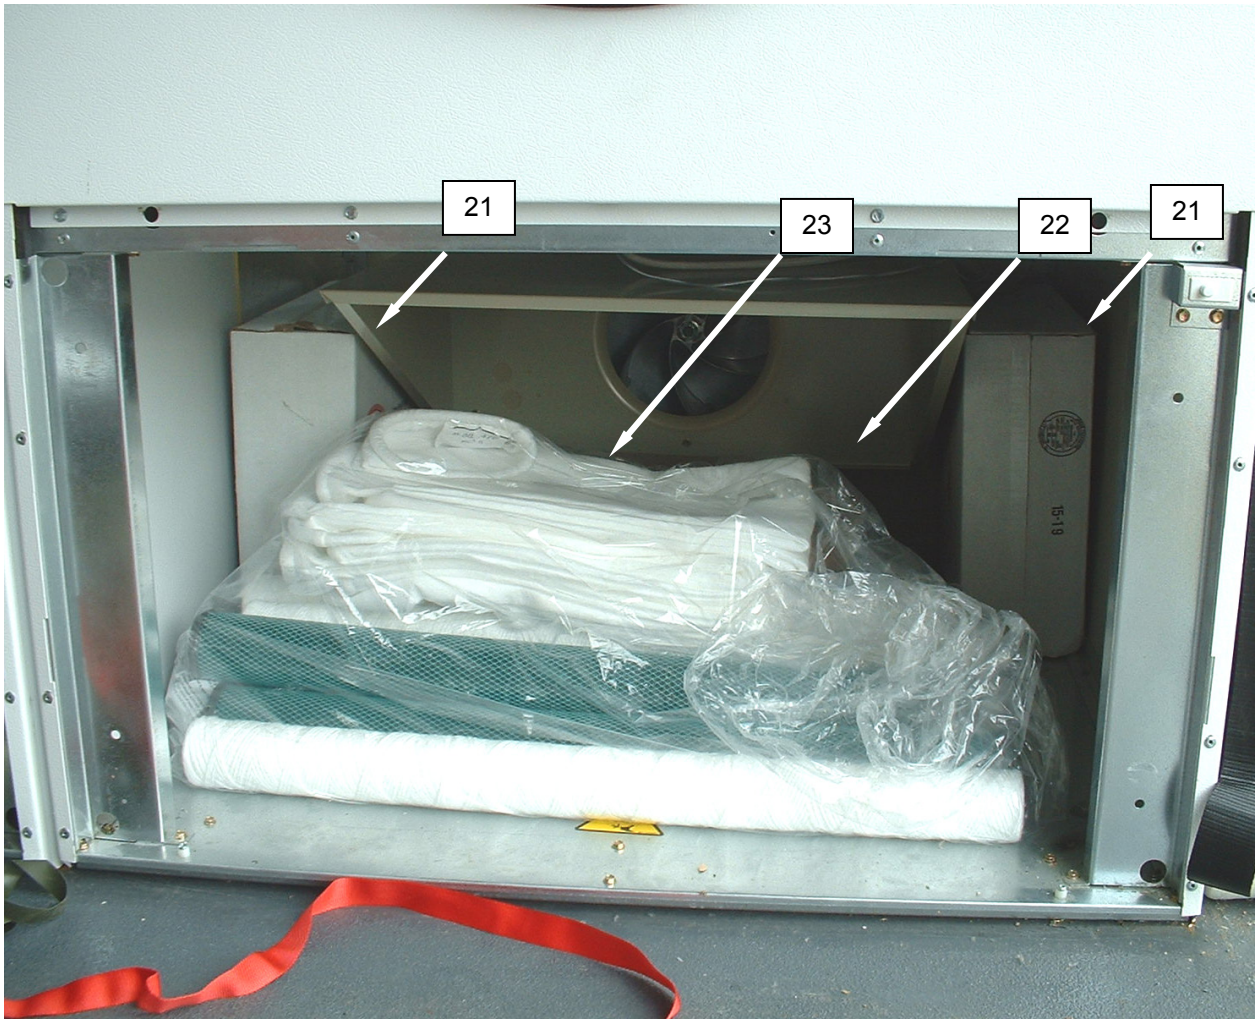

Figure 18. Place Pond Heaters, Fuel Can, and Filter Elements in Lint Compartment.
25. Place boxed water bag heaters **(Figure 18, Item 21)** on either side of lint screen support.
26. Place fuel can **(Figure 18, Item 22)** on its side in the center of the lint compartment, and as far back as it will go.
27. Place filter elements **(Figure 18, Item 23)** in front of fuel can.